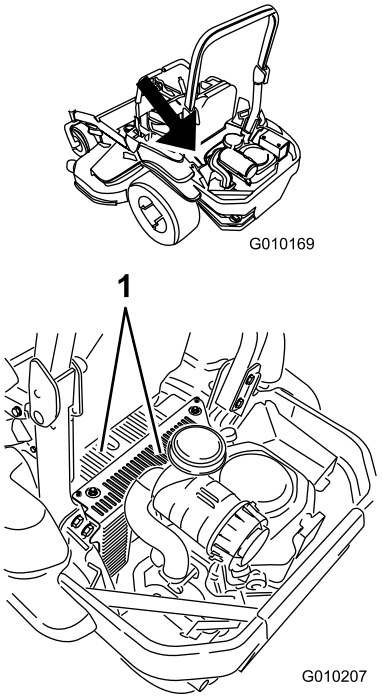

Figur 77
5. Fjern rusk og gress fra hydraulikkenhetsdekslene (Figur 77).